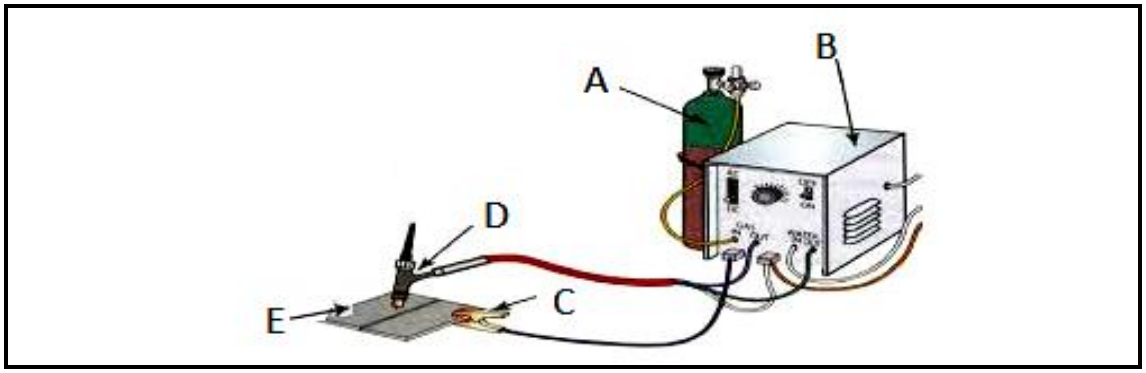

FIGUUR 2 (5)
6.1 FIGUUR 2 toon 'n wolframinertegassweisopstelling (WIG). Benoem die intems wat in die tekening aangedui is deur slegs die antwoord langs die letter (A–E) in die ANTWOORDBOEK te skryf.